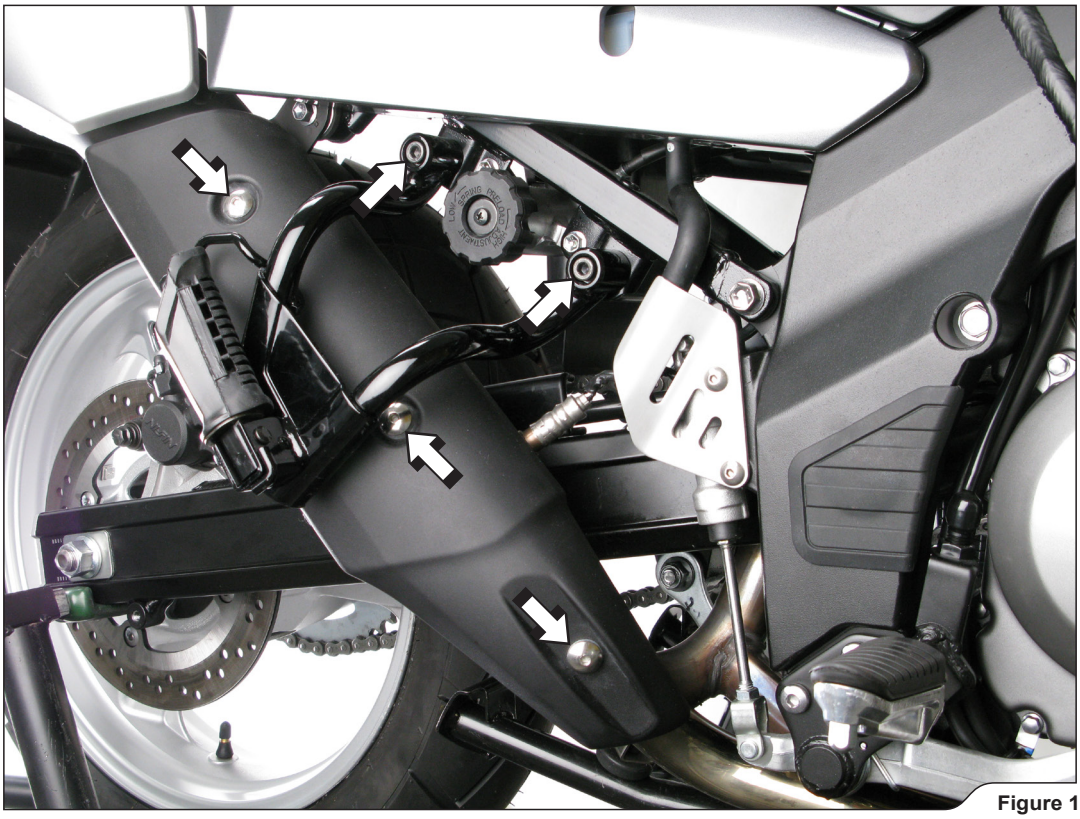

Figure 1
2. Unscrew the marked bolts and remove the right passenger's footrest and muffler's heat shield off the motorcycle **(Figure 1).**